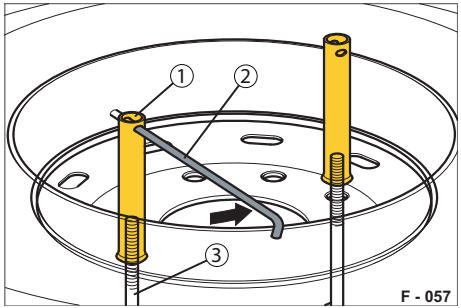

Abb. 91 Lösen der Rohrmuttern
- ▶ Entnehmen Sie den Querstab (Abb. 91/2).
- ▶ Schrauben Sie die Rohrmutter (Abb. 91/1) ab.
Verwenden Sie den Querstab als Hebel und halten Sie die Hakenschraube (Abb. 91/3) fest.